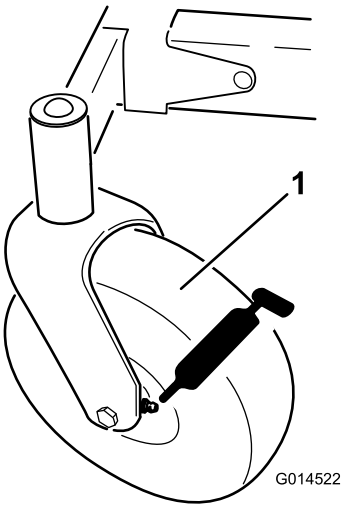
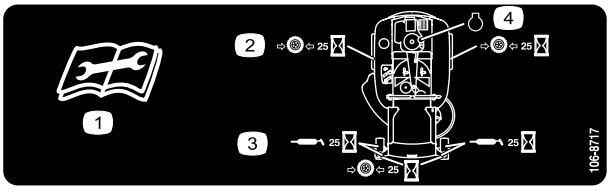

Figur 30
Figur 31
3. Torka av smörjnipplarna (Figur 30 och Figur 31) med en trasa.
4. Sätt en fettspruta på varje nippel (Figur 30 och Figur 31).